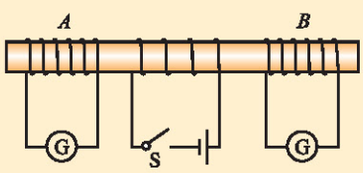

图 1-4-11
3. 如图 1-4-11 所示，当 S 接通或断开时，线圈 A、B 中分别产生了什么方向的感应电流？为什么说各匝内的感应电动势是同方向的，总电动势是每一匝内的电动势之和？